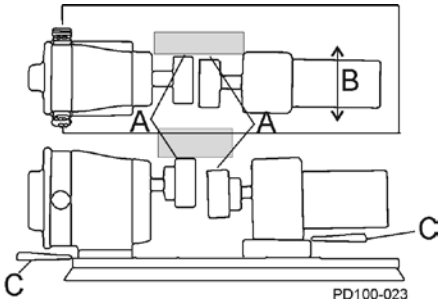

Afbeelding 20 - Parallelle uitlijning controleren
2. Door gebruik van een meetplaatje op locatie “A” in Afbeelding 20, bepaalt u de richting en de hoeveelheid vereiste beweging (Afbeelding 20, item B).